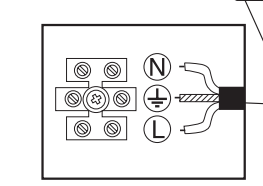

Fig.2b
- Collegare i cavi di alimentazione al morsetto; il cavo giallo/verde di terra va collegato nella sede con il simbolo ⏚ **(fig.2b)**.
- Connect the feeding cables to the clamp; the yellow/green earth cable should be connected in the seat with the symbol ⏚ **(fig.2b)**.
- Connecter les cables d'alimentation au serre câbles ; le conducteur de terre (jaune-vert) doit être firé à l'étrier avec le signe graphique ⏚ **(fig.2b)**.
- Der Versorgungskabel an der Klemme anschließen. Der Erdleiter (gelb-grün) muß an der Klemme mit dem grafischen Zeichen ⏚ befestigt werden. **(Abb.2b)**.
- Concetar los cables con la bornera; el cable de tierra amarillo/verde tiene que ser conectado al polo marcado con el simbolo ⏚ **(fig.2b)**.